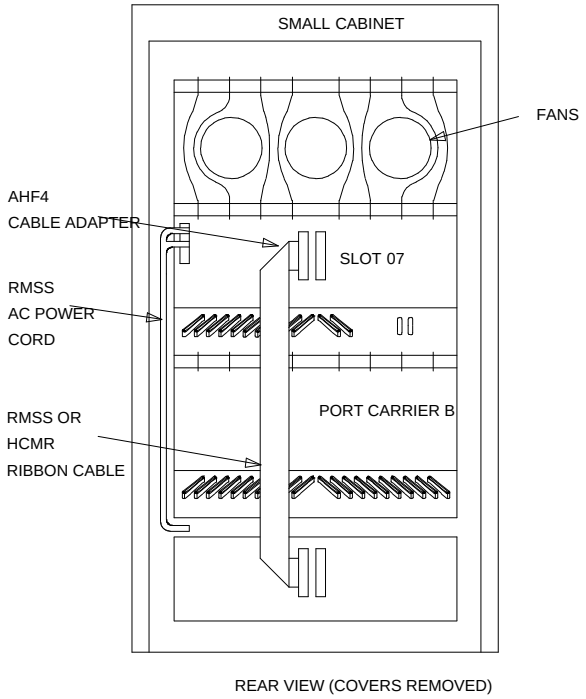

Figure 3-2. R1V3 System Cabinet
2. Disconnect the AHF4 cable adapter from behind slot ‘‘07’’ of control carrier ‘‘A’’ (see Figure 3-2).